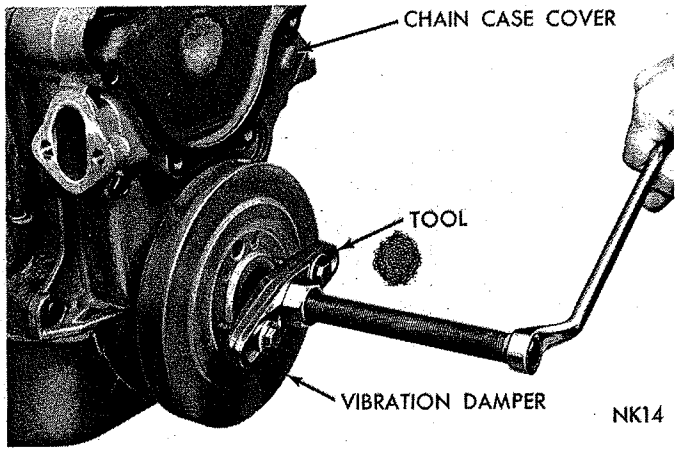

*Fig. 24—Removing Vibration Damper Assembly*
(1) Drain cooling system and remove radiator, fan belt and water pump assembly.
(2) Remove pulley from vibration damper and bolt and washer securing vibration damper on crankshaft.
(3) Install Tool C-3688 and pull vibration damper from end of crankshaft (Fig. 24).
(4) Remove fuel lines and fuel pump.
(5) Loosen oil pan bolts and remove the front bolt at each side.
(6) Remove chain case cover and gasket using extreme caution to avoid damaging oil pan gasket.
(7) Slide crankshaft oil slinger from end of crankshaft.